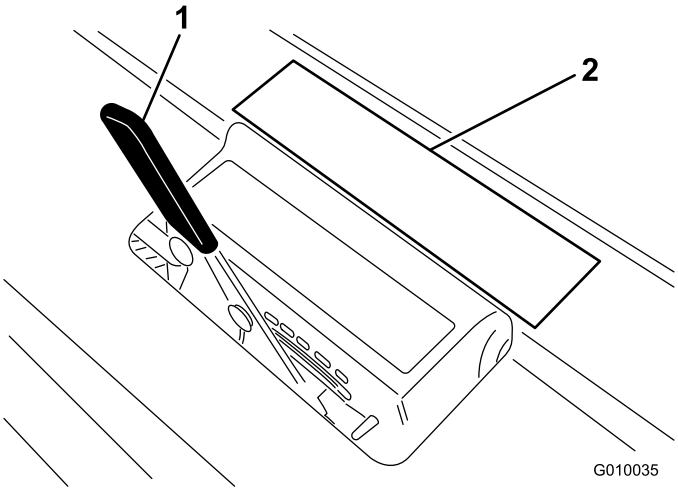

**Figur 27**
2. Lägg harvpinnen på dekalen för harvpinnsdjup (Figur 27) med en ände i höjd med det önskade luftningsdjupet (se harvpinnsillustrationen på dekalen).